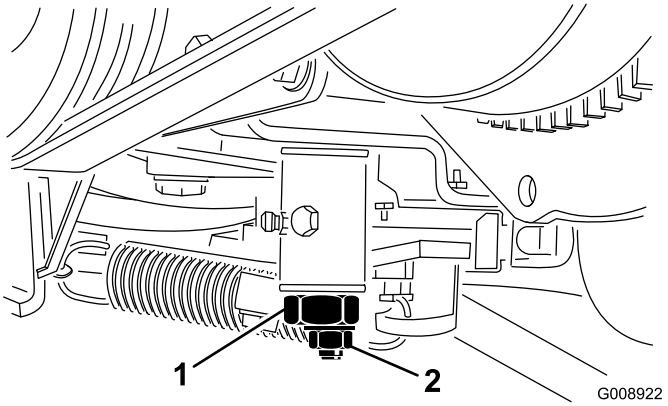

Figur 56
2. Løsn gaskabelforbindelsesdelen på indsprøjtningspumpens løftearm (Figur 56).